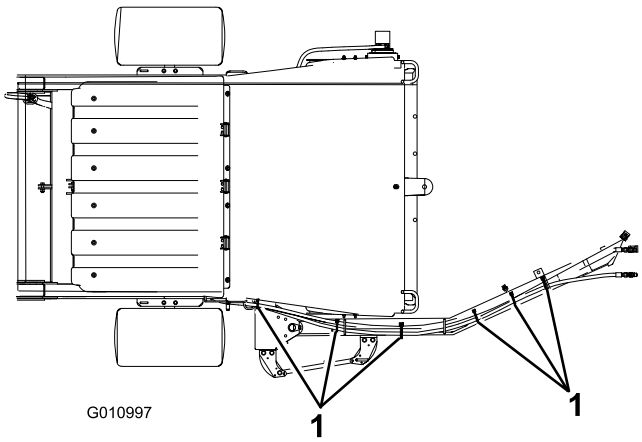
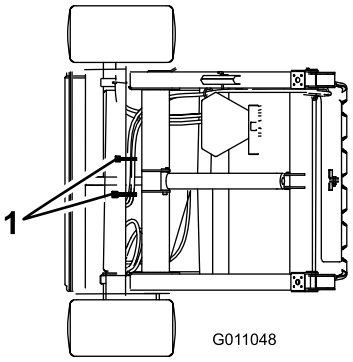

Figur 11
Figur 12
2. Fastgør hydraulikslangerne og ledningsnettet som vist i Figur 11 og Figur 12.